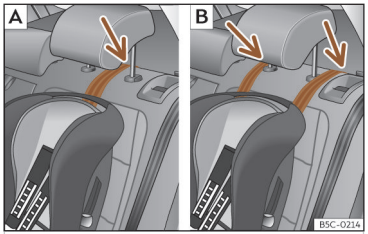
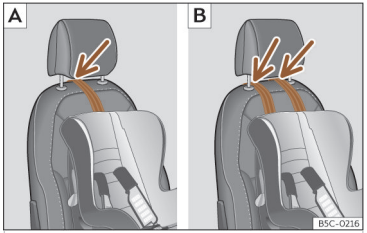

Fig. 44 Asientos traseros: ajuste y montaje en función del cinturón Top Tether.
Fig. 45 Asiento del acompañante: ajuste y montaje en función del cinturón Top Tether.
- Coloque la correa por debajo del apoyacabezas (en función de las instrucciones de la propia silla, levante o retire el apoyacabezas si fuera necesario) >>> fig. 44 , >>> fig. 45.